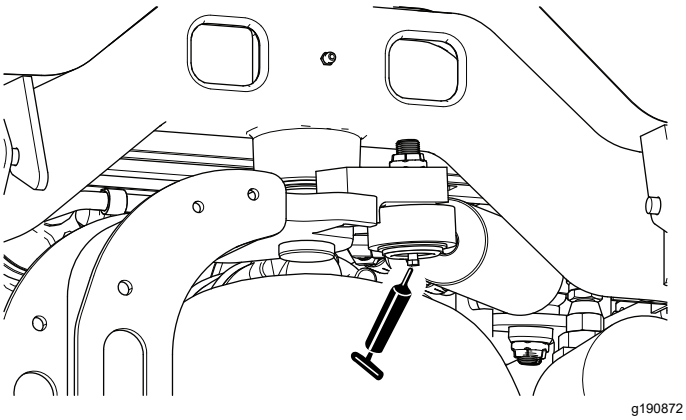

**Figur 67**
**Obs:** Ytterligare en smörjnippel kan monteras i styrcylinderns andra ände, om så önskas. Ta av däcket, montera nippeln, smörj nippeln, ta loss nippeln och fäst pluggen (Figur 67).